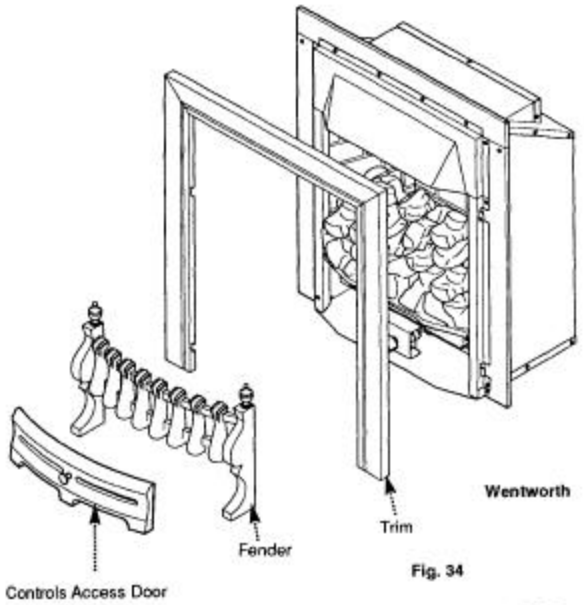

Fig. 34
8.2 Wentworth Models (Fig. 34)